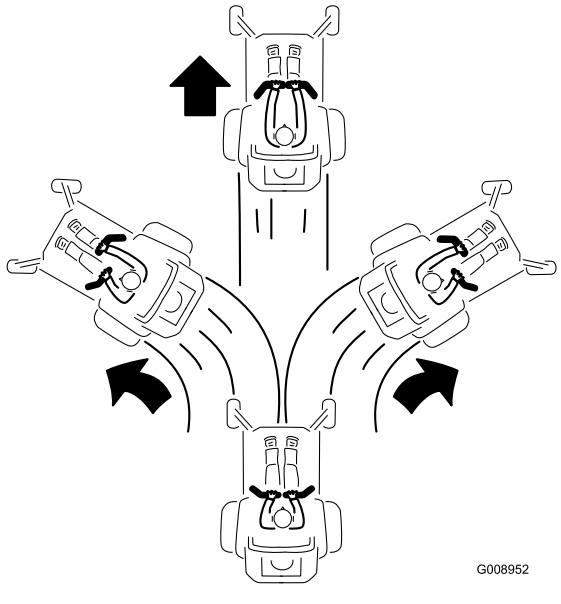

Figure 24
2. Pour vous déplacer en marche avant, poussez lentement les leviers de commande de déplacement vers l'avant (Figure 24).